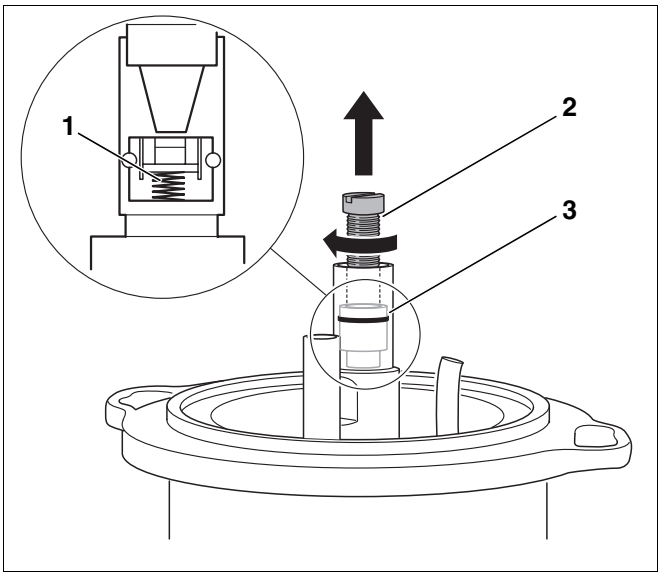

Bild 53 Abschlussventil austauschen
Das Abschlussventil (Bild 53, **Pos. 3**) im Ölvorwärmer arbeitet wie ein Rückschlagventil. Wenn die Ölpumpe in Betrieb ist, drückt sie das Öl durch das Abschlussventil. Schaltet sich die Pumpe aus, schließt sich das Abschlussventil über eine Feder (Bild 53, **Pos. 1**).
- Schraube M5 × 50 (Bild 53, **Pos. 2**) einschrauben.
- Abschlussventil (Bild 53, **Pos. 3**) herausziehen.